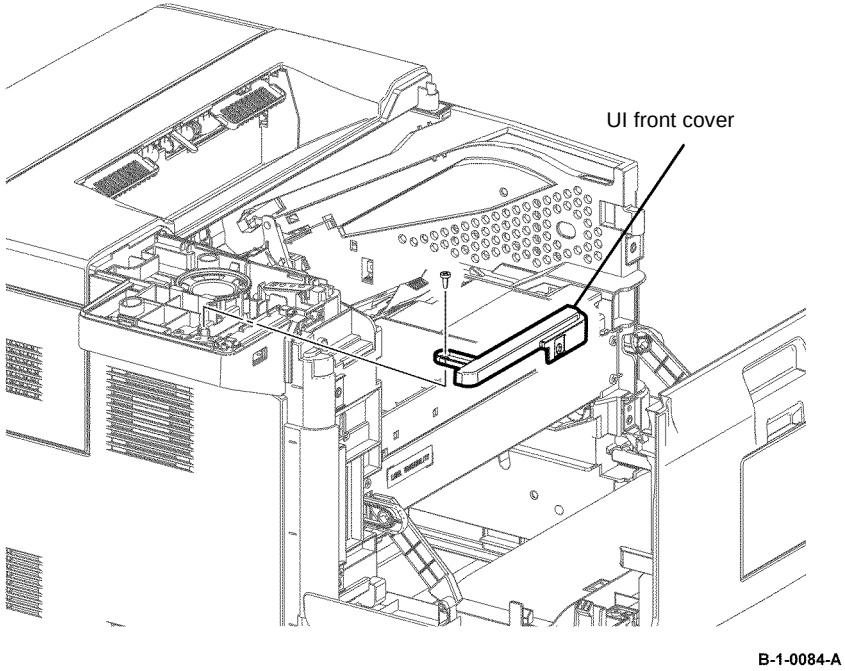

Figure 1 UI front cover removal
3. Remove one screw (silver, tapping, 8mm), then remove the UI front cover, Figure 1.